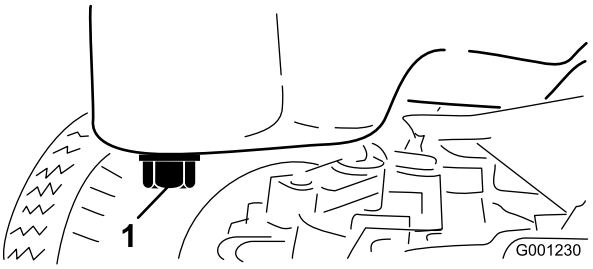

Figuur 49
3. Plaats een opvangbak onder het carter en recht onder de aftapplug (Figuur 49).